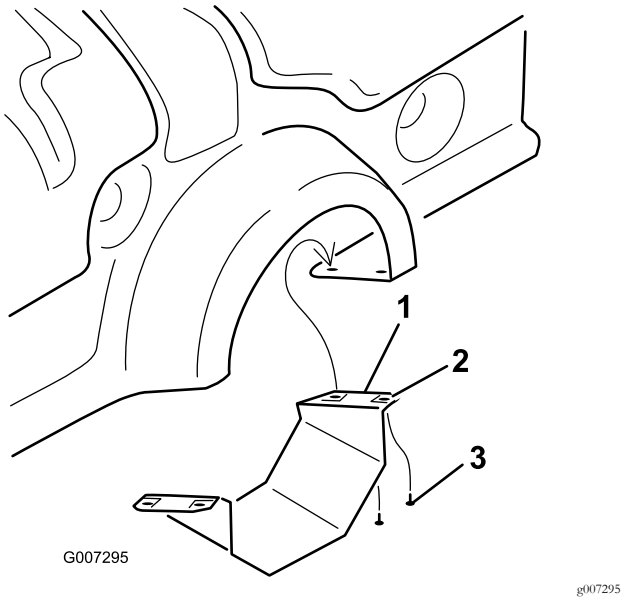

**Figuur 10**
1. Verwijder de onderste aftakaskap (alleen op de ProCore 864) (Figuur 10).